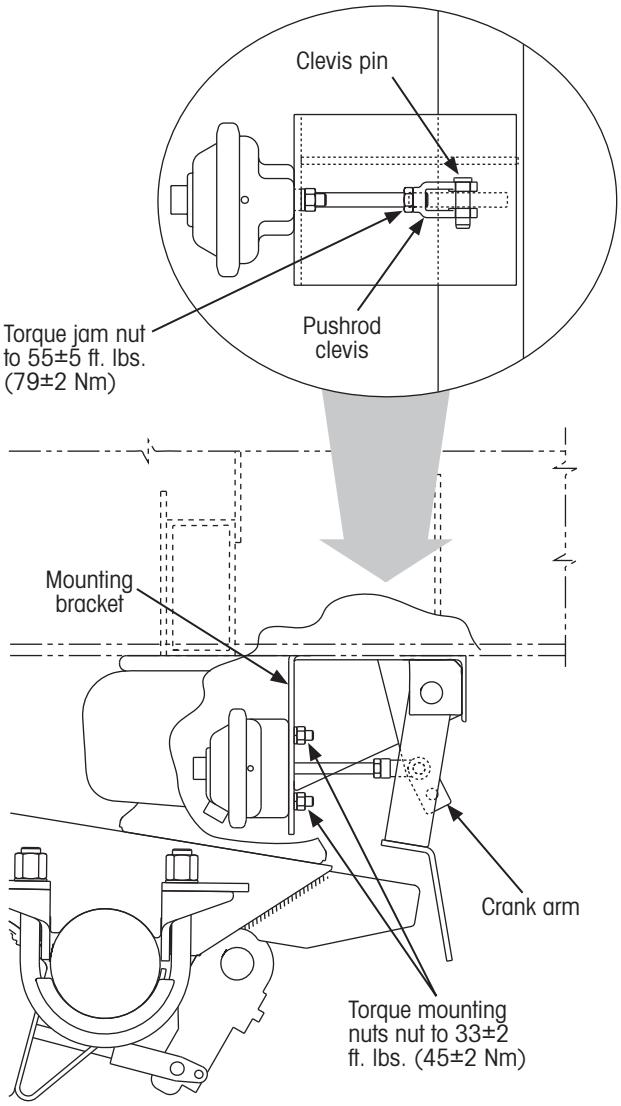

Figure 52: HT190T/HT230T brake chamber installation details
2. **Slide** the brake chamber pushrod through the mounting bracket (Figure 52).
6. **Tighten** the brake chamber mounting nuts (Figure 52) to 33±2 ft. lbs. (45±2 Nm) of torque.